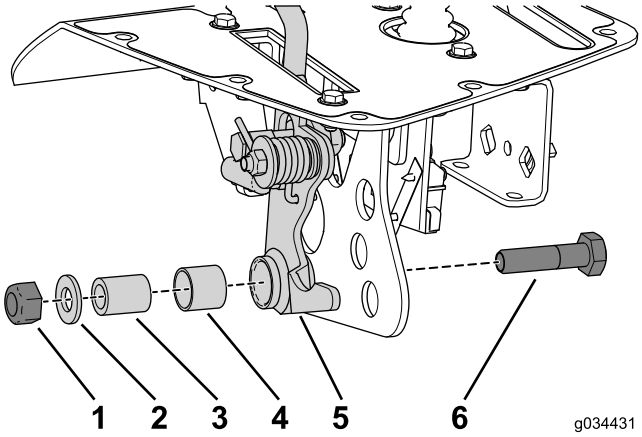

**Figura 22**
2. Utilize a porca de bloqueio, anilha plana, tubo espaçador e parafuso que removeu anteriormente para prender o conjunto da pega ao suporte (Figura 22).